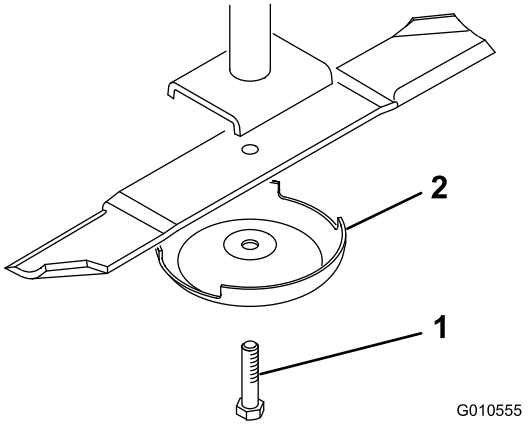

Figuur 21
2. Pak het uiteinde van het mes vast met een lap of een dikke, gevoerde handschoen. Verwijder de mesbout, de antiscalpeercup en het mes van de as (Figuur 21).